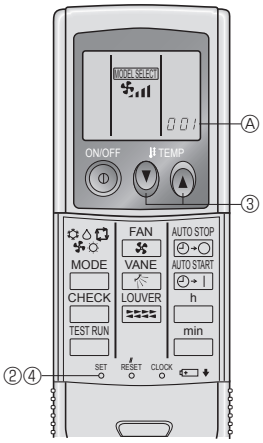

Fig. 6-3
3) Настройка (Fig. 6-3)
① Вставьте батарейки.
② Нажмите кнопку SET остроконечным предметом.